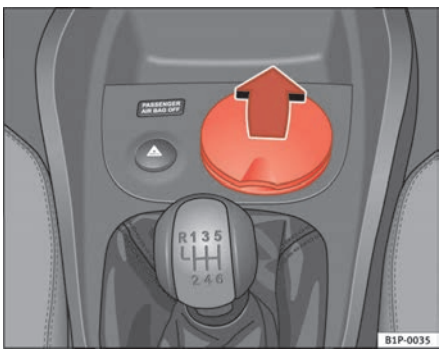

Fig. 99 Ashtray located in the front drink holder
– To open the ashtray, lift the cover ⇒ fig. 99.